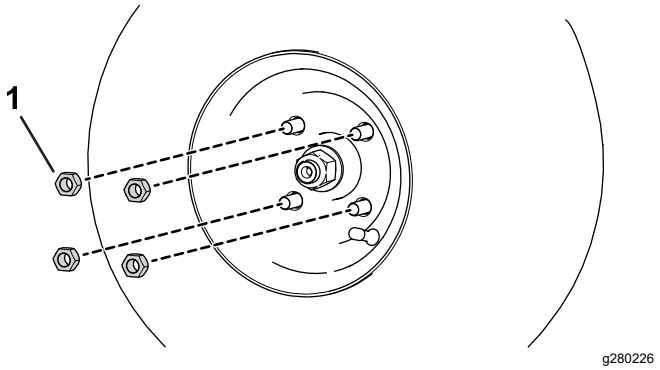

Figur 57
A. Løsn og fjern hjullåsemøtrikkerne (Figur 57).
B. Monter hjullåsemøtrikkerne (Figur 57).